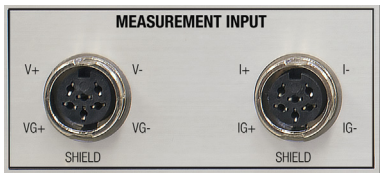

FIGURE 3-3 ***Measurement input connectors***
Two 6-pin (240°) circular DIN 45322 receptacles are used for the resistive measurement input. One connector provides voltage source excitation connections (V) and the other provides current measurement connections (I). Both mate with 6-pin circular DIN plugs included with the instrument (Lake Shore P/N G-106-233). Examples of lead arrangements are shown in FIGURE 3-3. Refer to section 4.4 to configure the measurement input.